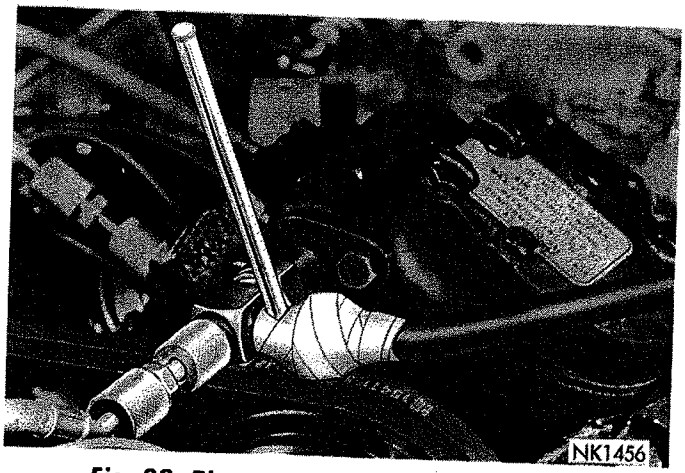

*Fig. 33—Thermometer and Clip Insulated*
**It is recommended to wrap the bulb and clip to insulate them from the engine compartment heat (Fig. 33).**